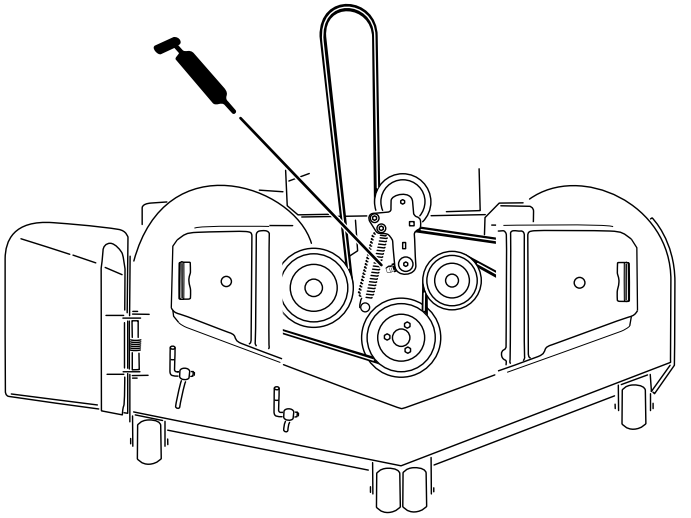

Figur 48
5. Smør drejeleddet på plæneklipperskjoldets styreremskive, indtil der kommer fedt ud af bunden (Figur 48).
6. Smør drivremmens styrearm (Figur 48).